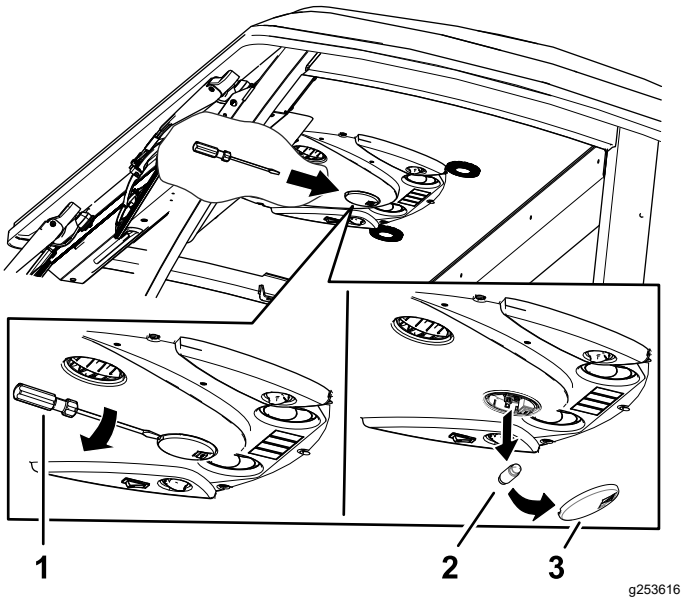

**Bild 85**
1. Verwenden Sie einen Schraubendreher, um die Lichtscheibe vom Bedienfeld zu entfernen (Bild 85).
2. Entfernen Sie das Leuchtmittel aus der Fassung (Bild 85).